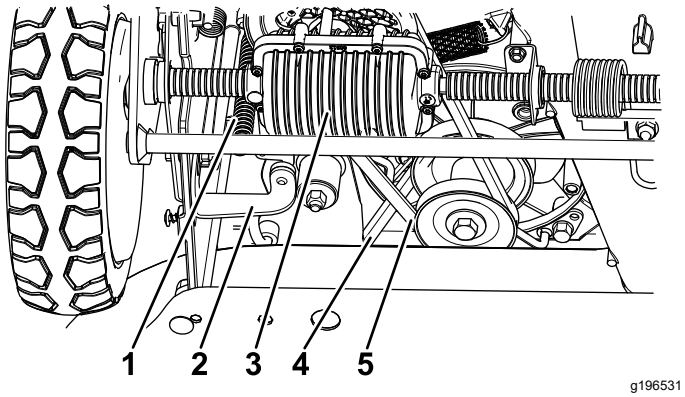

Figura 43
6. Afloje el soporte y gire el soporte hacia adelante (Figura 43).